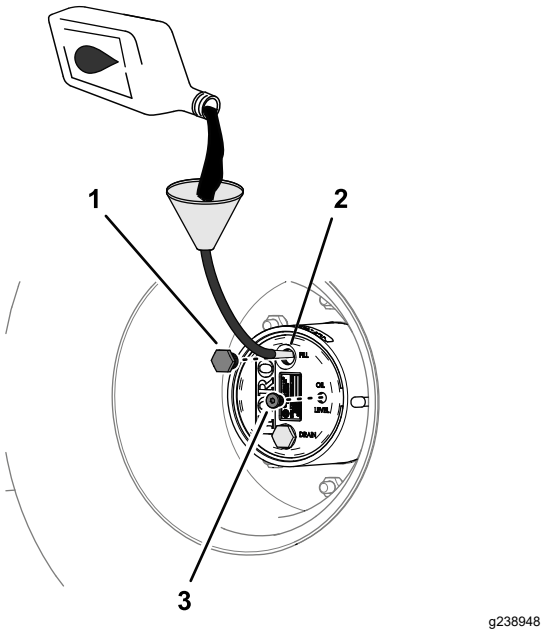

図 98
4. オイルの量が少ない場合は、補給プラグを取り、点検穴からあふれ出てくるまで所定のオイルを補給する図 98 プラネタリギアドライブの潤滑油の仕様 (ページ 65)を参照。
6. 補給プラグと点検プラグを取り付ける図 98。
1. 補給プラグの穴から、新しいオイルをゆっくりと入れる図 98 プラネタリギアオイルの点検 (ページ 65)を参照。
3. 補給プラグと点検プラグを取り付ける図 98 プラネタリギアオイルの点検 (ページ 65)を参照。